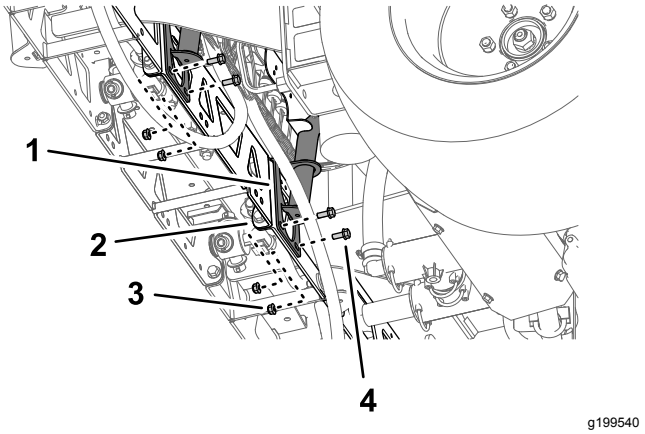

Figur 108
2. Rett inn hullene på monteringsbraketten for ventilfestet med hullene i støtterammen for midtre sprederseksjon (Figur 108).
3. Monter ventilfestet til støtterammen (Figur 108 og Figur 109) med fire bolter (5/16 x 3/4 tomme) og fire flenslåsemuttere (5/16 tomme).